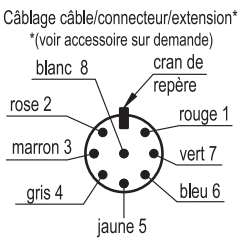
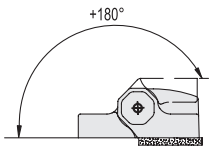
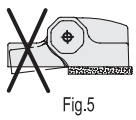

Fig.1
Fig.2
Fig.3 Fig.4 Fig.5
Chaque KIT comprend 4 calottes de fermeture (fig. 1), 4 coussinets (fig. 2 et fig. 3) en technopolymère et 4 bouchons de sécurité en élastomère thermoplastique (fig. 7) pour garantir la classe de protection IP67.
- Avec vis à tête évasée M6 UNI 5933 ISO 10642 (non comprise dans la fourniture) et une calotte de fermeture, fournie avec le kit (fig.3), qui empêche l'accès aux vis.
- La charnière ne doit pas être employée en tant qu'élément de fin course mécanique pour le portillon ni dans la position d'ouverture maximum ni dans celle de fermeture. Pour cette raison, des éléments de blocage mécaniques doivent être prévus: par ceux-là le portillon ne va pas en butée sur la partie fixe de la charnière (Fig. 1) et la position de co-planéité des surfaces n'est pas dépassée (Fig. 2).
Max 180° (0° et +180°, 0° étant la condition de co-planéité des surfaces interconnectées fig.1). L'angle de commutation (voir Fonctionnement et entretien de l'interrupteur de sécurité multiple intégré) est garanti par cette condition. La co-planéité doit être rigoureusement vérifiée car la charnière ne doit pas être sollicitée par un angle négatif (fig.2).